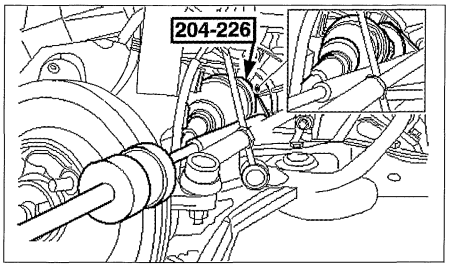

FIG. 1
• Con una palanca apropiada provisto de su adaptador (útil Ford 204-226 ó 16-092) y con un martillo de inercia, extraer la transmisión del diferencial y recuperar la transmisión **(fig. 1).** Prever la salida de aceite.